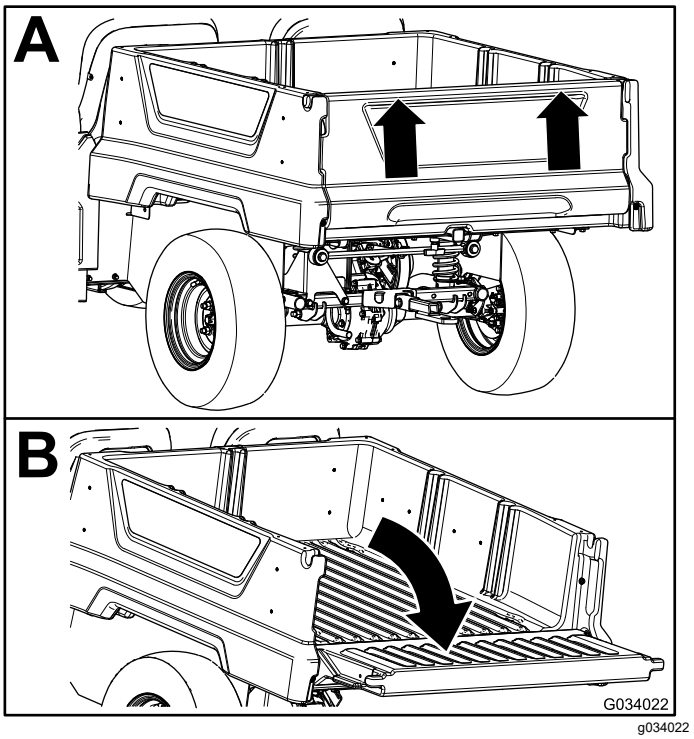

Figura 13
2. Usando ambas as mãos, eleve a porta traseira usando a aresta próxima do topo da porta traseira (Figura 13).
3. Desça a porta traseira até que esteja em contato com a caixa de carga (Figura 13).